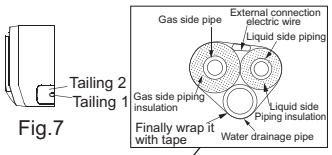

Fig.7
1. When routing the piping and wiring from the left or right side of indoor unit, cut off the tailings from the chassis if necessary(As shown in Fig.7)